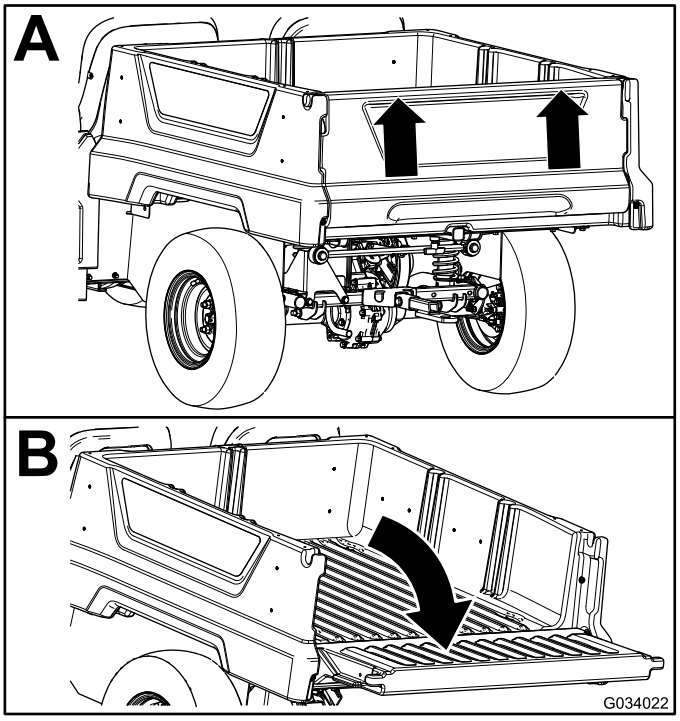

Figuur 18
2. Breng de achterlaadklep met beide handen omhoog; gebruik de nok bovenaan de achterlaadklep (Figuur 18).
3. Laat de achterlaadklep zakken tot deze gelijk komt met de onderkant van de laadbak (Figuur 18).